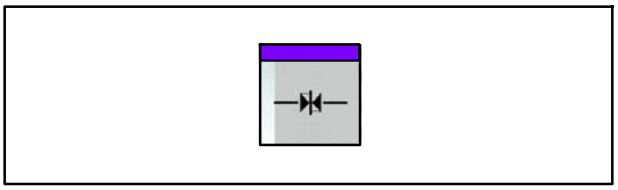

Fig. 170 Touche Fermer les genouillères
15. Appuyer simultanément sur les deux touches Fermer les genouillères (Fig. 170) (commande bimanuelle) pour verrouiller définitivement les arbres à friction